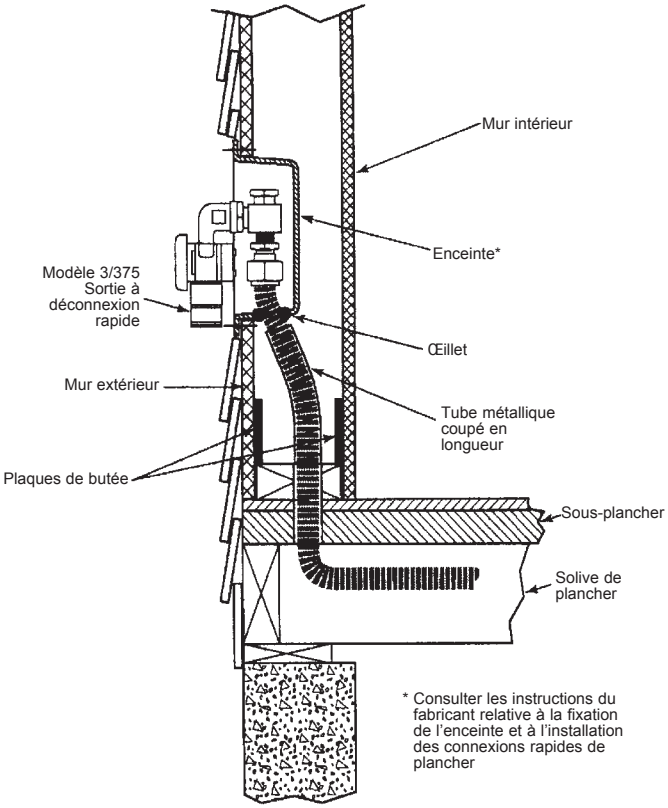

Figure: 4-19
1. Les barbecues amovibles doivent être connectés au moyen d'un connecteur d'équipement extérieur homologué qui sera rattaché au système de tuyauterie flexible soit au niveau d'un raccord de terminaison, soit au niveau d'un adaptateur à un embout en acier, soit au niveau d'un dispositif à déconnexion rapide comme le modèle M. B. Sturgis 3/375 illustré dans la Figure : 4-19 La sortie à déconnexion rapide sera installée conformément aux directives du fabricant.